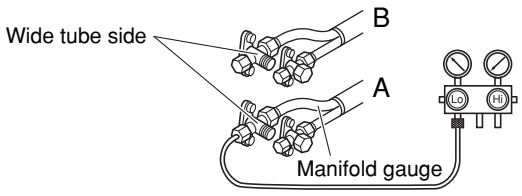

Fig. 23
(2) Connect the manifold gauge to the charging port at the valve on the wide tube side of tube B. Purge the air from the charging hose. (Refer to Fig. 23.)
(3) Perform cooling operation or forced cooling operation. When the pressure at the low-pressure side is 0.15 – 0.2 MPa (0.5 – 1 kg/cm^{2}G), fully close the spindles at the valves on the wide tube side of tubes A and B, and immediately stop operation. (Refer to Fig. 23.)